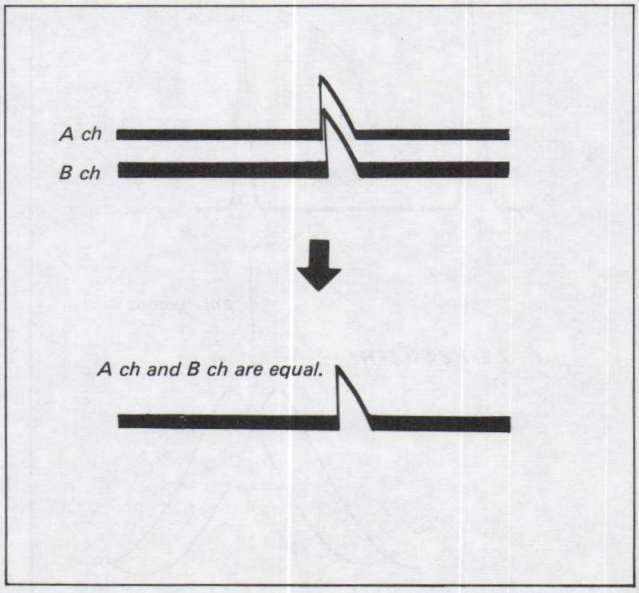

Fig. 5-36. AFC offset adjustment
(1) Supply the VTR with the colour bar signal and set up the RECORD mode.
(2) Connect the oscilloscope to pin 16 of IC012.
(3) Adjust R015 so that off-set level of A CH and B CH are equal. (See Fig. 5-36.)